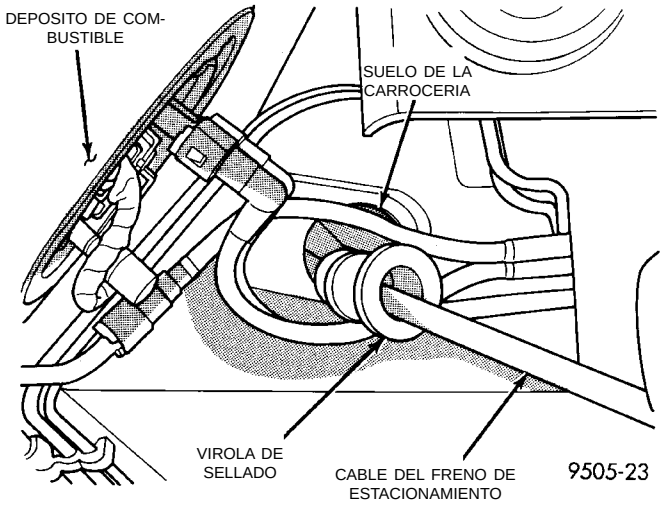

Fig. 153 Sello del cable del freno de estacionamiento en el suelo de la carrocería
(23) Retire el cable del freno de estacionamiento y la virola de sellado (Fig. 153) del suelo de la carrocería del vehículo.